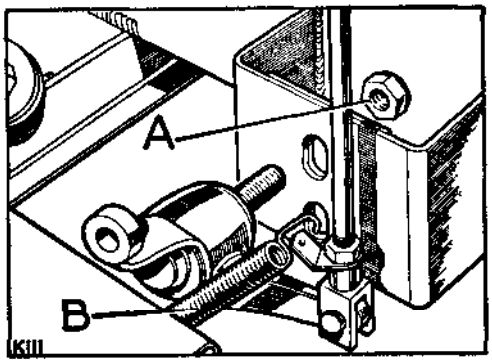

**Fig. C1-28. Transmission brake lever and relay lever fixings**
11. Fit the hand brake lever and relay mechanism, see Fig. C1-28.